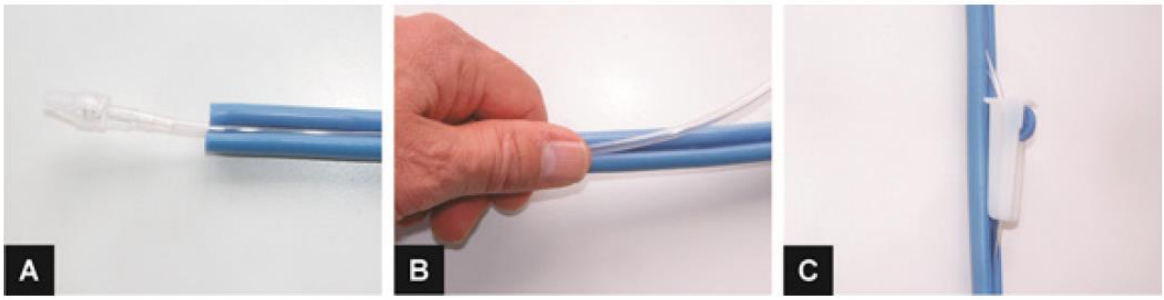

Imagen 8 Colocación de la prolongación para infusión
2. Comience la inserción del tubo de infusión, en el extremo libre del perfil térmico, aproximadamente 3-5 cm detrás de la conexión atornillada con cierre Luer (Imagen 8 A) del juego de infusión.
3. Empuje el tubo de la infusión con el pulgar para que encaje en la ranura del perfil térmico (Imagen 8 B).